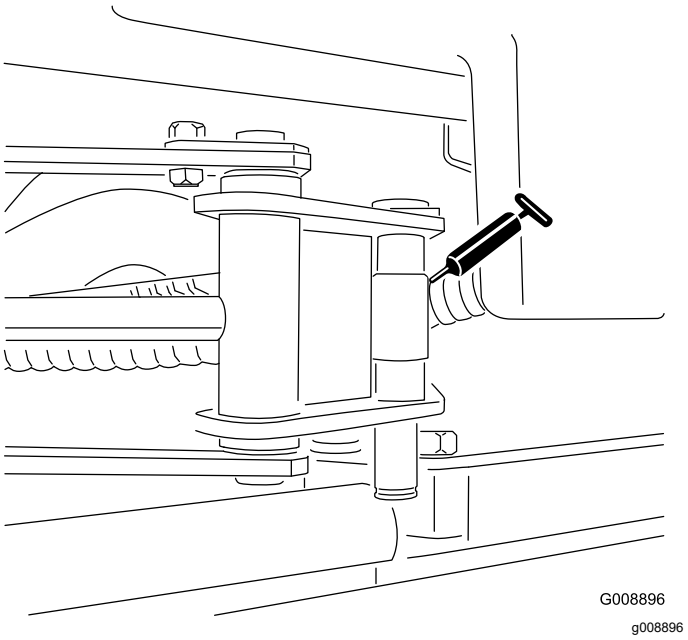

Rysunek 62
- Końcówki siłownika bocznych zespołów tnących (2 złącza; dotyczy tylko modelu 03171 Rysunek 62)